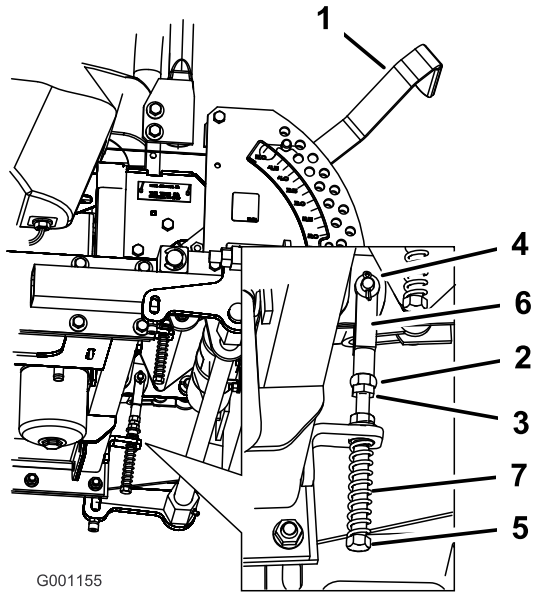

Rysunek 74
8. Jeśli konieczna jest regulacja, odkręć nakrętkę i przeciwnakrętkę jarzma (Rysunek 74).
dopóki dźwignia sterująca nie będzie wyśrodkowana w zablokowanym położeniu neutralnym (Rysunek 74).
10. Dokręć nakrętkę i przeciwnakrętkę (Rysunek 74).